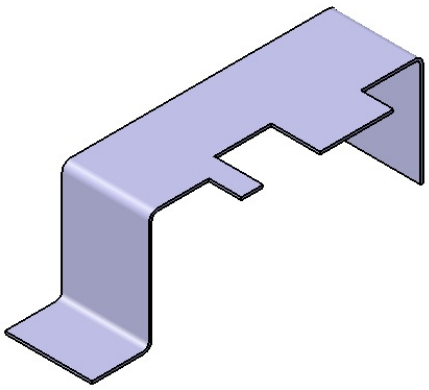

Figure 15-125 *Sheet metal component after creating the flange*
4. Choose the **Reverse Direction** button, if required and select the **Trim Support** check box. Choose the **OK** button to create the flange. The sheet metal component after creating the flange is shown in Figure 15-125.